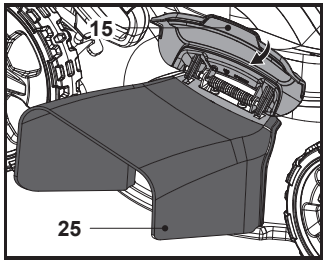

Fig. 15
4. Solte cuidadosamente o resguardo do defletor lateral (15) (Fig. 15) e o acessório de descarga lateral (25) está pronto a ser utilizado.